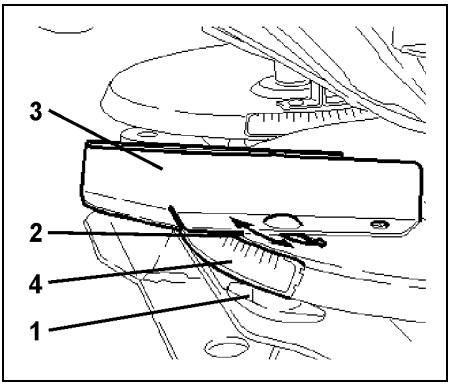

Rys. 36
- Poluzować nakrętkę motylkową dłuższej łopatki(Rys. 36/1) (beznarzędziowo).
- Krawędź odczytu (Rys. 36/2) dłuższej łopatki (Rys. 36/3) ustawić na wartość "40" na skali (Rys. 36/4).
- Dociągnąć nakrętkę motylkową (Rys. 36/1).